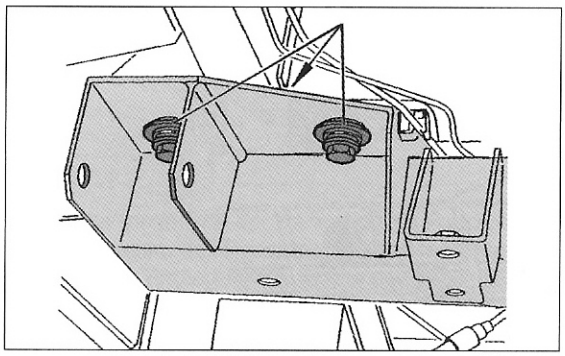

Bild 261
- Der Querträger der Hinterradaufhängung kann jetzt abgeschraubt werden. Kontrollieren, dass die Radaufhängung unfallsicher auf einem Rollwagenheber sitzt und auf jeder Seite die beiden in Bild 261 gezeigten Schrauben (1) aus dem Querträger (2) herausdrehen.
Einbauhinweis: Das Fahrzeug muss auf die Räder abgesenkt werden, ehe man die Schrauben (1) in Bild 261 beim Einbau des Querträgers anzieht.
- Die Befestigungsschrauben (1) in Bild 261 einsetzen und handfest anziehen.
- Fahrzeug auf die Räder ablassen und die Schrauben (1) der Querträgerbefestigung in Bild 261 mit 120 bis 130 Nm anziehen. Die beiden Führungsbolzen können jetzt herausgezogen werden.